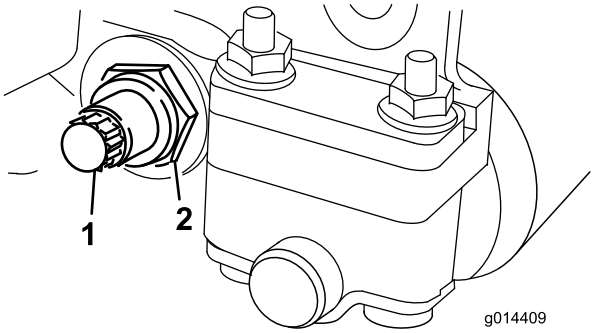

图 18
3. 在机器的另一侧松开固定底刀架螺栓图 18的锁紧螺母。
4. 拆下两个底刀架螺栓向下拉动底刀架并从滚刀组上拆下来图 18。